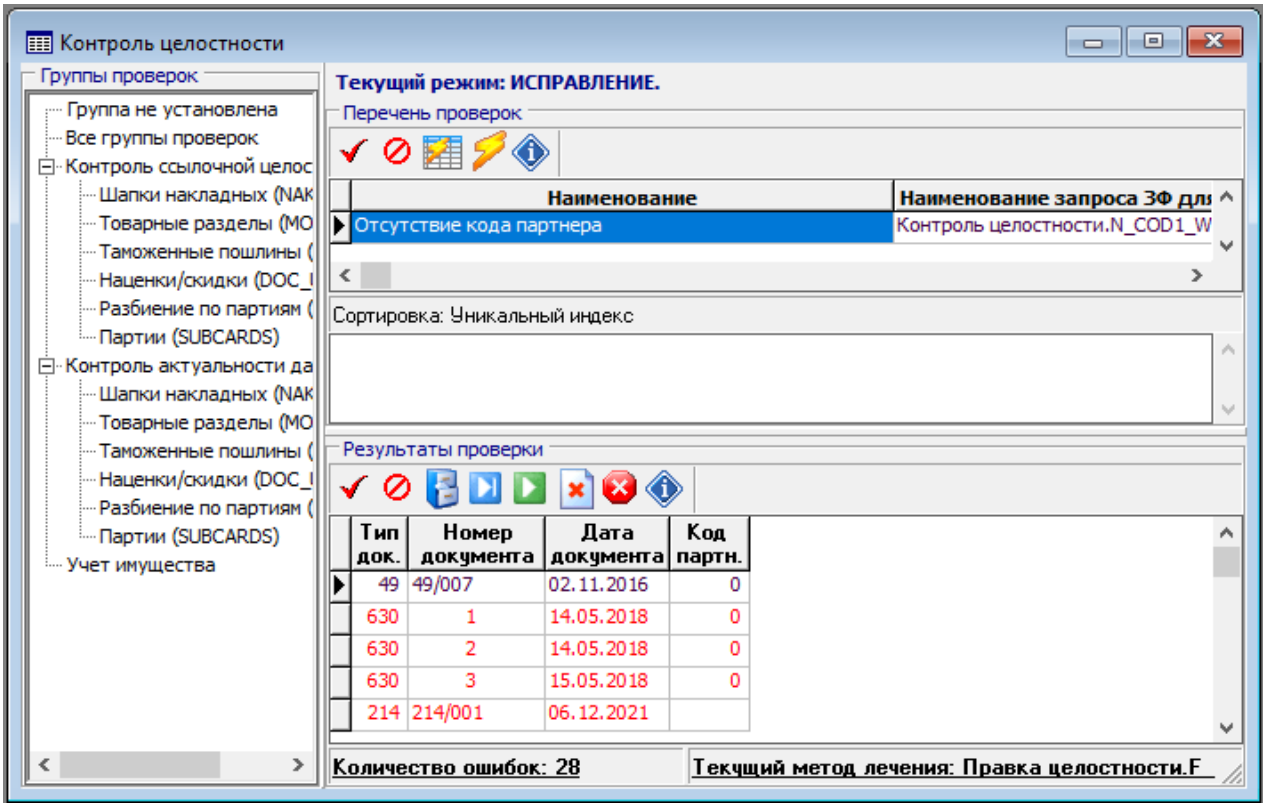

Рис. 7.4 Форма проверки и корректировки целостности БД (режим исправления)
1. *Индивидуальный*. В этом режиме проверяется текущее условие из верхнего списка в окне. Для проверки данного условия необходимо нажать кнопку . Если в результате проверки не найдено ни одной ошибочной строки, подсистема останется в режиме проверки, что позволяет перейти к проверке выполнения следующего условия. Если найдены ошибочные строки, окно переходит в *режим Исправление* (см. Рис.7.4), в котором осуществляется исправление найденных ошибочных строк по текущему условию. До тех пор, пока не будет осуществлен выход из режима
Режим Исправления. Вид окна в этом режиме показан на Рис. 7.4.